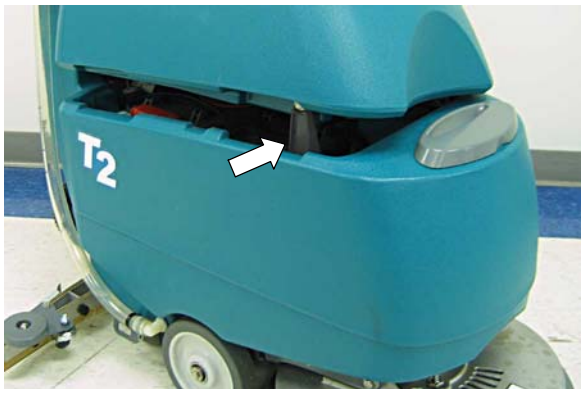

FIG. 31
4. Soutenez le réservoir de récupération pour l'aération (Figure 31).